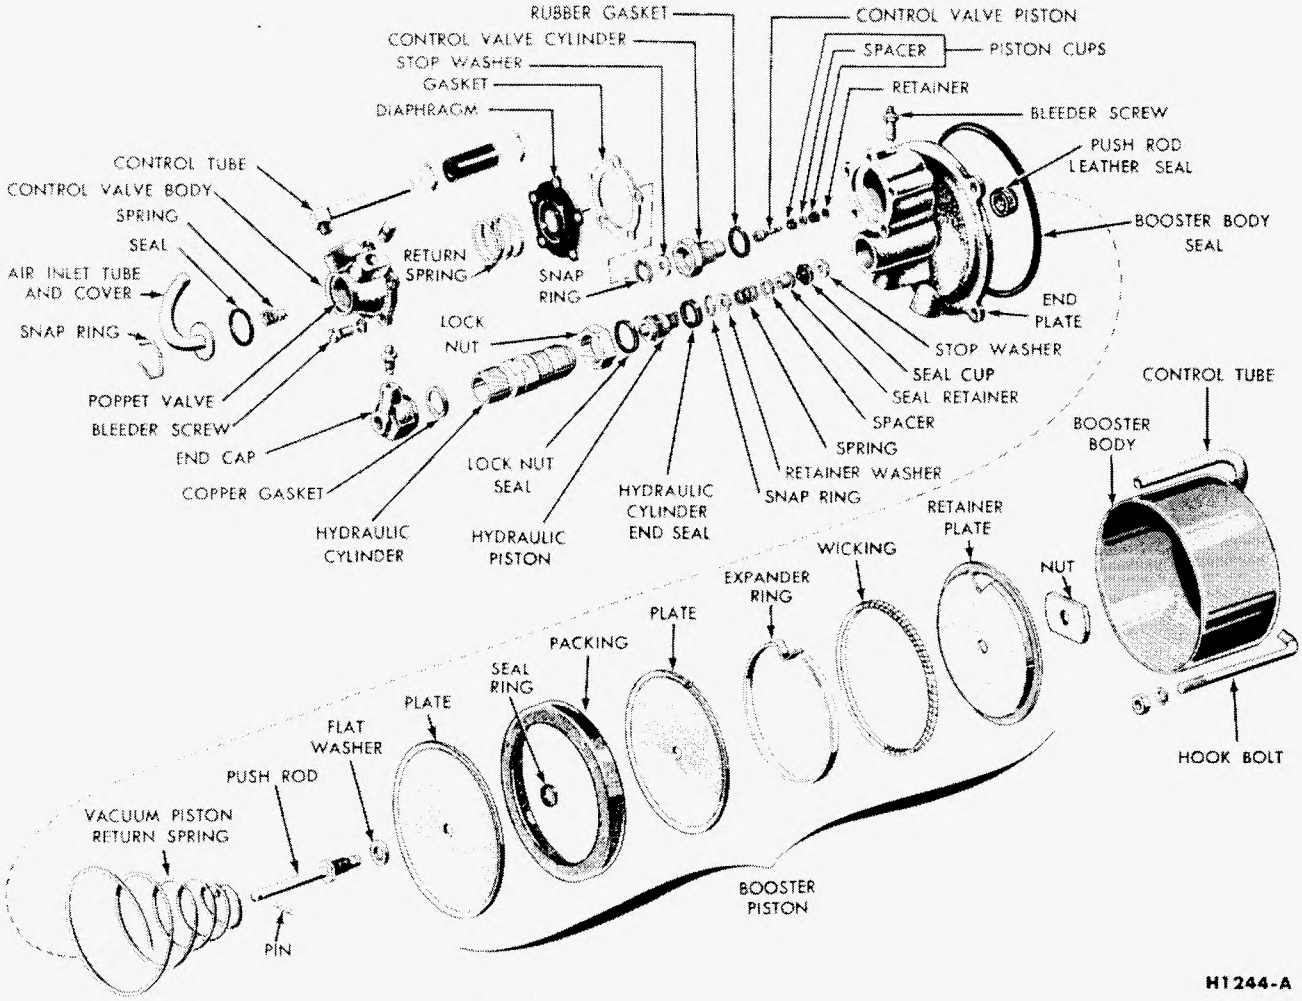

FIG. 61—Truck Booster—Exploded View
1. Loosen the control tube hose clamps and slide the hose off the end of the tube (Fig. 61).
4. Mount the end cap in a vise, loosen the hydraulic cylinder lock nut, and unscrew the end plate and booster body assembly from the hydraulic cylinder (Fig. 61).
from the cylinder (Fig. 61). The piston should come out of the front end of the cylinder to avoid damage to the cups.
12. Remove the hydraulic cylinder end seal from the end plate (Fig. 61). Remove the snap ring, then remove the push rod seal cup parts (retainer washer, spring spacer, seal retainer, seal cup and stop washer) from the end plate.
14. Clamp the vacuum piston and push rod assembly in a vise at the hexagonal nut. Remove the vacuum piston retaining nut and disassemble the vacuum piston from the push rod (Fig. 61). Remove the flat washer.
1. Install the bleeder screw and a new copper gasket in the end cap, and place the end cap in a vise. Thread the hydraulic cylinder into the end cap with the milled flats on the cylinder next to the end cap (Fig. 61). Place a wrench on the milled flats and tighten the cylinder securely.
4. Dip the control valve piston seals in heavy duty brake fluid, assemble the seals on the piston with the spacer between the two seals, and secure with the C-type retainer (Fig. 61). The lip of each piston should point toward the retainer end of the piston. Insert the piston assembly into the control valve cylinder **from the rear side** of the cylinder. Install the stop washer at the front end of the cylinder against the piston, and secure in place with the snap ring.
6. To assemble the push rod seal cup parts (Fig. 61), insert the push rod through the leather seal at the rear side of the end plate. The rod will hold the parts in alignment as they are installed. Install the stop washer with the chamfered side toward the end plate, the seal cup with the lip of the cup away from the stop washer, the seal retainer with the flanged end next to the cup, and the spacer with the chamfered end next to the cup. Install the spring over the seal retainer and against the flat side of the spacer. Place the retainer washer against the spring, and compress the spring until the washer is to the inner side of the snap ring groove. Install the snap ring in the groove, then remove the push rod. Install a new cylinder end seal.
21. Assemble a new rubber gasket in the groove of the end plate, and align the end plate with the booster body at the scribe marks. Install the hook bolts and tighten uniformly (Fig. 61).
Install the guide pins, position a new gasket and the diaphragm over the pins, then position the return spring in the recess in the diaphragm (Fig. 61).
26. Install the spring, the seal, and the air inlet tube and cover assembly to the control valve body and secure in place with the snap ring (Fig. 61).
27. Align the bleeder screw in the end cap with the bleeder screw in the end plate by manually turning the hydraulic cylinder in the end plate threads. While holding the hydraulic cylinder in this properly aligned position, securely tighten the cylinder lock nut (Fig. 61).